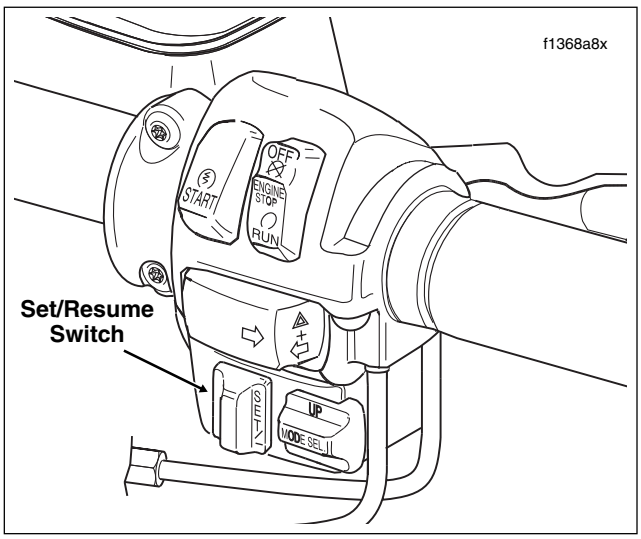

Figure 8-129. Right Handlebar Switch Assembly (FLTR, FLHTCU)
3. With the motorcycle traveling at the desired “cruise” speed (30 mph/48 km/h to 85 mph/137 km/h), momentarily push the Cruise SET/RESUME switch to SET. See Figure 8-129.